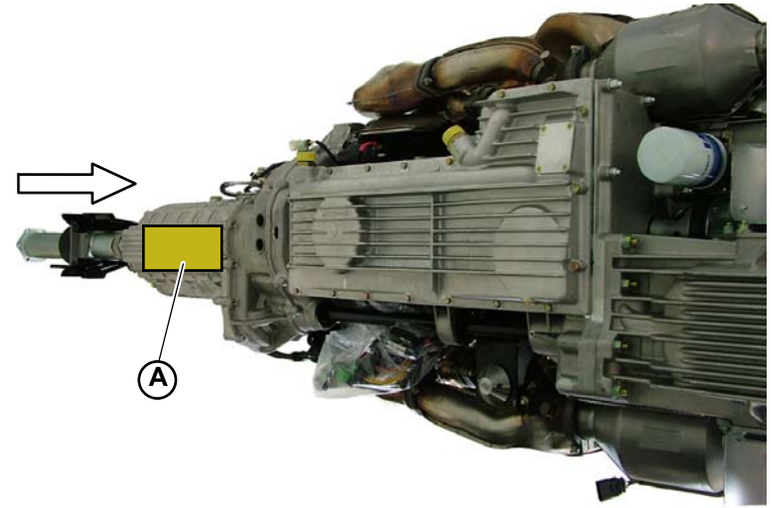

Fig.1
34. Support the gearbox by means of a specific lifting device by inserting a wooden piece (**A-Fig.1**) and lever by means of a crowbar to move the engine towards the rear part in order to disconnect the front differential from the drive pipe.